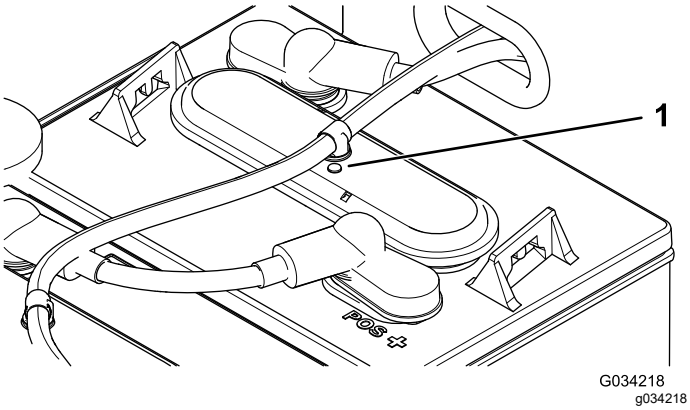

Figur 38
3. Kontrollera batteriernas hål för att se om de är svarta eller vita (Figur 38).